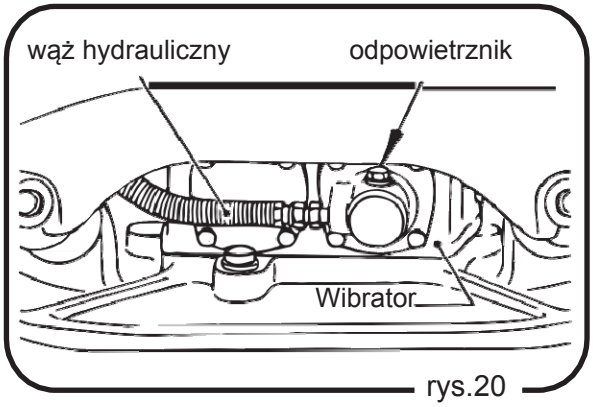

rys.20
2. **Wymiana oleju hydraulicznego (rys. 20)**